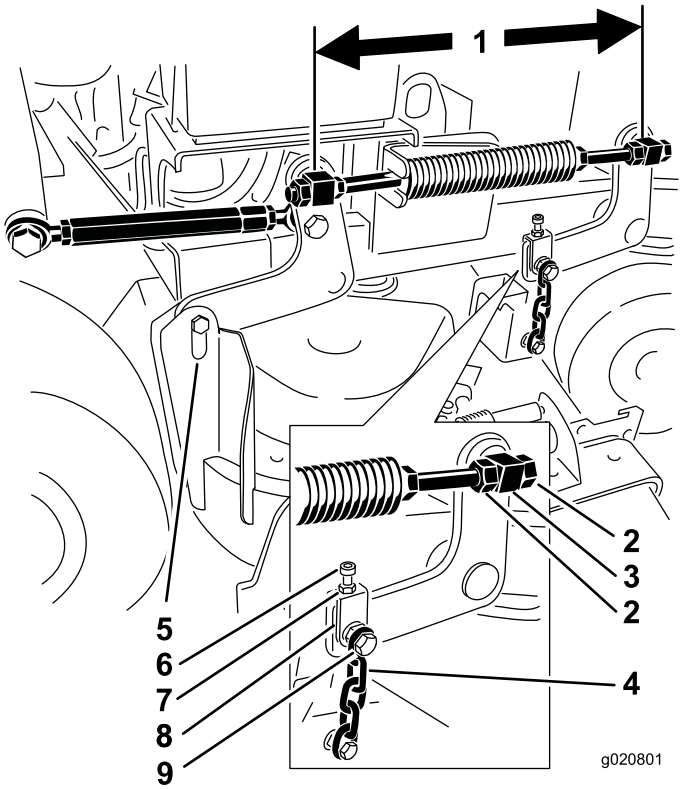

Figur 82
hver gevindstang. Sørg for, at længden er 49,5 cm til 36 tommers plæneklipperskjolde og 43,7 cm til 40 tommers plæneklipperskjolde (Figur 82).
11. Løsn den øvre kædebolt, hvis justering er nødvendig (Figur 82).
7. Løsn de øvre kædebolte (Figur 82).